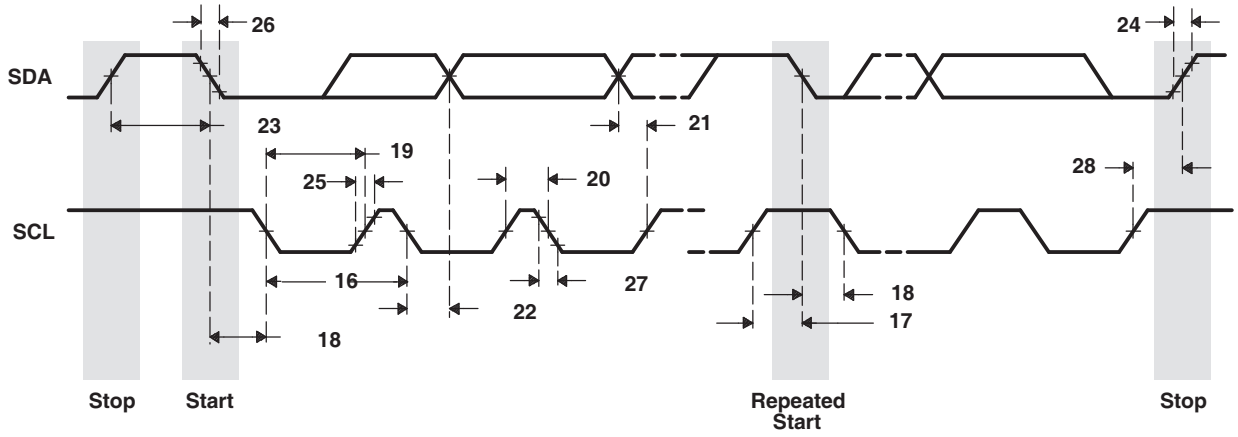

**Figure 6-31. I2C Transmit Timings**
**Table 6-54. Switching Characteristics for I2C Timings(1) (see Figure 6-31)**